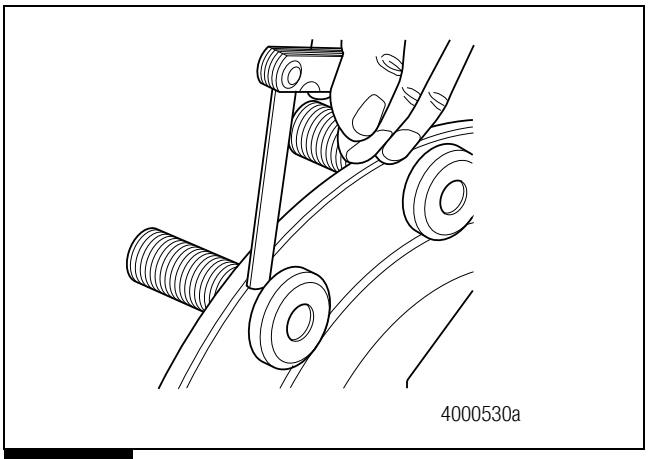

Figure 6.56
11. Use a 0.0015-inch (0.0381 mm) feeler gauge to check that the stud is correctly seated. Figure 6.56.